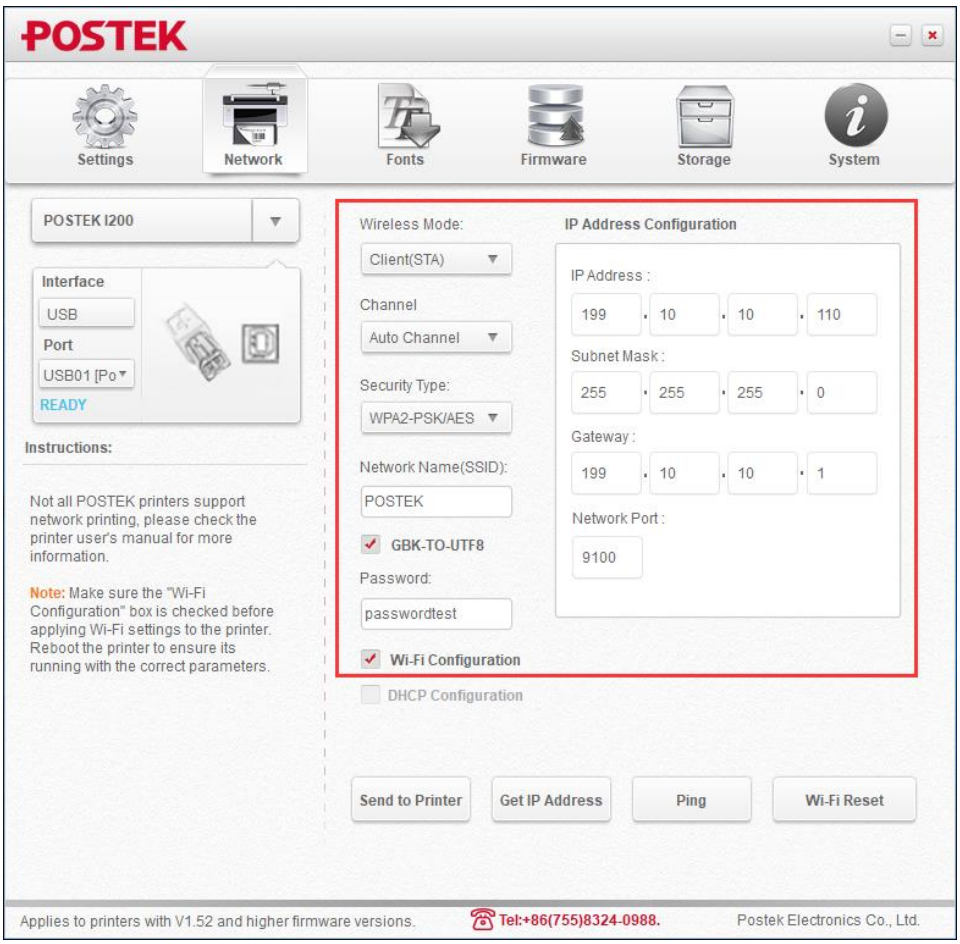

Figure 2-35 Wireless Network Configuration
4. Enter the wireless mode, channel, security type, network name (SSID), password and IP address, then click "Wi-Fi Configuration", as shown in Figure 2-35.